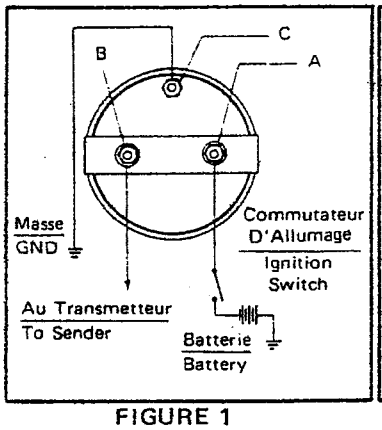

FIGURE 1
1. Si la jauge a TROIS BORNES: (A) pour raccordement au commutateur d'allumage, (B) pour raccordement au transmetteur, (C) pour raccordement à la masse (et fixation du support du nécessaire d'éclairage 366-CH, si l'éclairage de la jauge est désiré). Voir Figure 1.
1. If gauge has THREE TERMINALS: (A) for wire to ignition, (B) for wire to sending unit, (C) for wire to ground (and for Lighting Kit 366-CH bracket, if lighting is desired). See Figure 1.